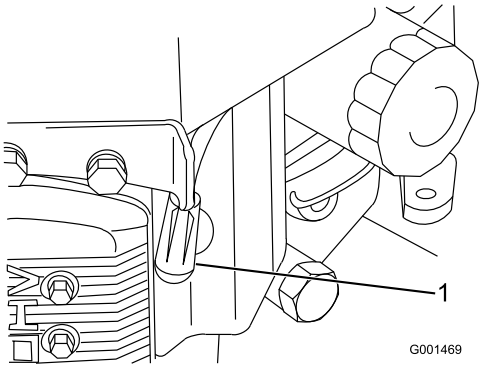

Bild 38
3. Klemmen Sie das Zündkabel von der Zündkerze ab (Bild 38).